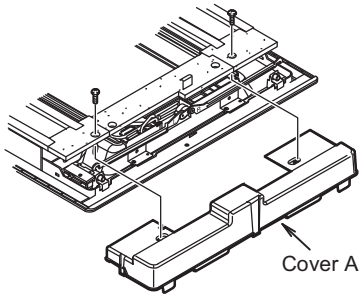

Fig. 8-15
(1) Remove the 2 screws and remove cover A from the back of the panel. (Fig. 8-15)